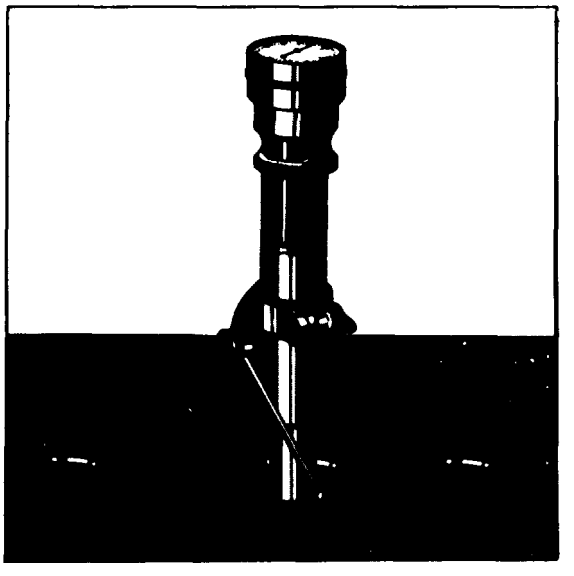

Figure 5-20. Checking Valve Seat Runout
c. Check valve seat runout, using an accurate gage installed as shown in figure 5-20.